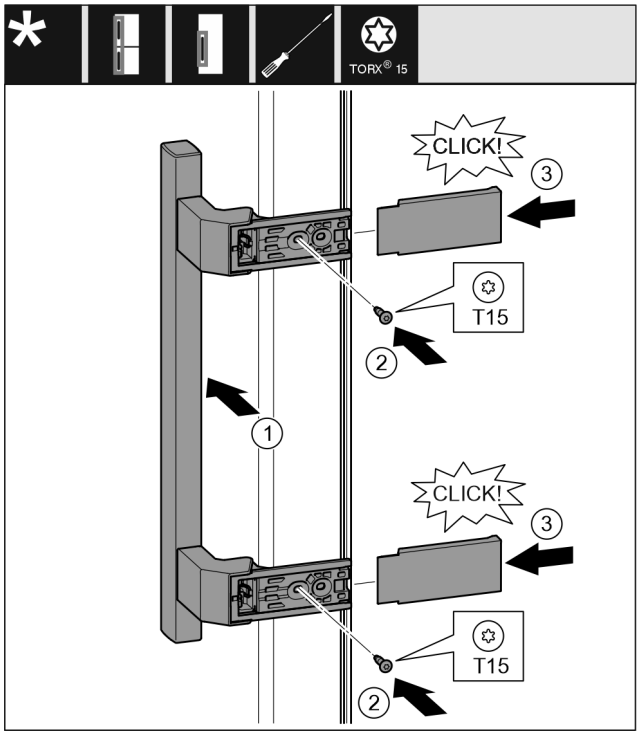

Fig. 23
- ▶ Griff auf der Gegenseite ansetzen. *Fig. 23 (1)*
- ▶ Schrauben mit Schraubendreher T15 festschrauben. *Fig. 23 (2)*
- ▶ Abdeckungen seitlich ansetzen und aufschieben. *Fig. 23 (3)*